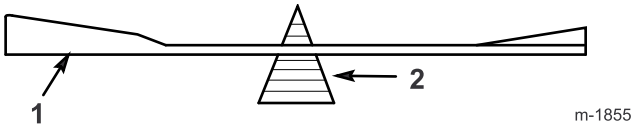

Figur 37
2. Kontroller hver enkelt skæreknivs balance ved at placere den på en afbalanceringsenhed (Figur 37). Hvis skærekniven forbliver i en vandret position, er kniven afbalanceret og kan benyttes. Hvis kniven ikke er afbalanceret, skal der slibes metal af bagsiden af kniven. Gentag denne procedure, indtil hver eneste kniv er afbalanceret.